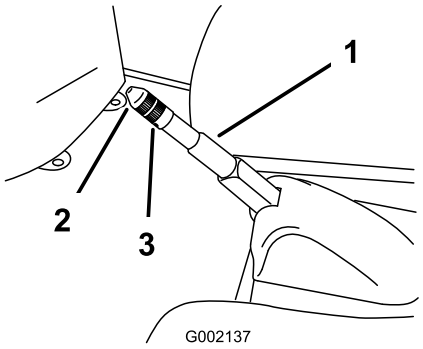

**Figur 45**
2. Lossa ställskruven som fäster ratten på parkeringsbromsspaken (Figur 45).